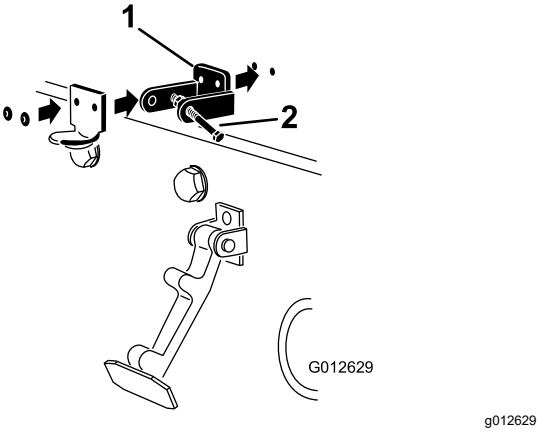

Figur 13
Bemærk: Låsebeslaget skal være placeret mod hjelmen (Figur 13). Fjern ikke samlingsbolten og -møtrikken fra låsebeslagets arm.
5. Nit beslagene og spændeskiverne fast til motorhjelmen (Figur 13).